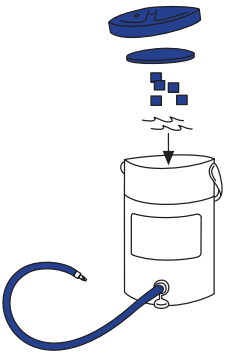

Figura 1
1. Antes de colocar el Cryo/Cuff, prepare la hielera (Figura 1) 30
1. Antes de colocar el Cryo/Cuff, prepare la hielera (Figura 1)